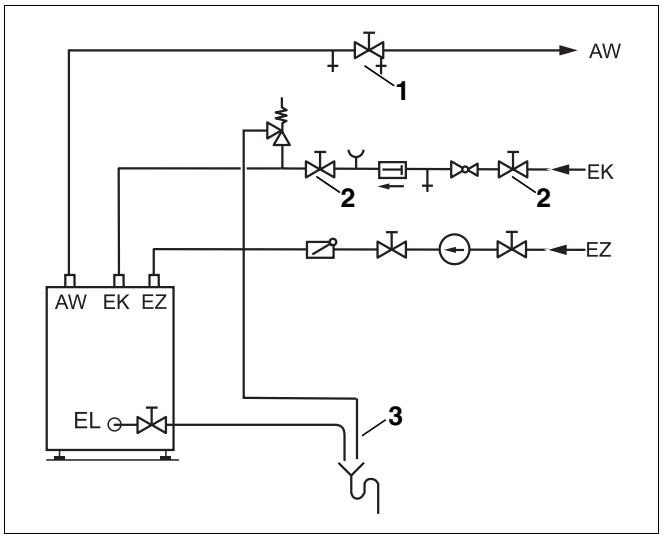

Rys. 12 Instalacja wg DIN 1988 (widok ogólny)
- Otworzyć zawór na- i odpowietrzający (rys. 12, **poz. 1**) lub najwyżej położony zawór czerpalny, aby odpowietrzyć podgrzewacz.
- Otworzyć zawór odcinający na dopływie zimnej wody EK (rys. 12, **poz. 2**), aby napełnić podgrzewacz.
- Przed podgrzaniem sprawdzić, czy kocioł grzewczy, podgrzewacz i przewody rurowe są napełnione wodą. W tym celu otworzyć zawór na- i odpowietrzający (rys. 12, **poz. 1**).
– przewód wydmuchowy zaworu bezpieczeństwa (rys. 12, strona 14) był stale otwarty;